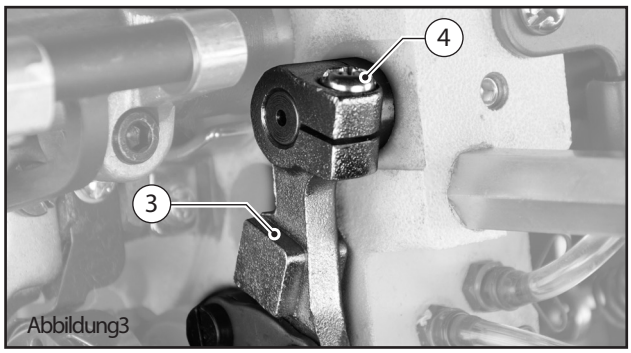

Abbildung3
3. In dieser Stellung Schraube (4) (Abb. 3) lösen und das bewegliche Fadenfangmesser (1) (Abb. 1) verschieben, so dass die Schneidkante ca. 1 bis 1,5 mm hinter die Messerkante des feststehenden Messers (2) geschoben wird.
4. Schraube (4) (Abb. 3) wieder anziehen.
3. Die Maschine am Handrad weiterdrehen bis der Fadengeber sich ca. 2 mm vor seinem oberen Umkehrpunkt befindet (Abb. 3).